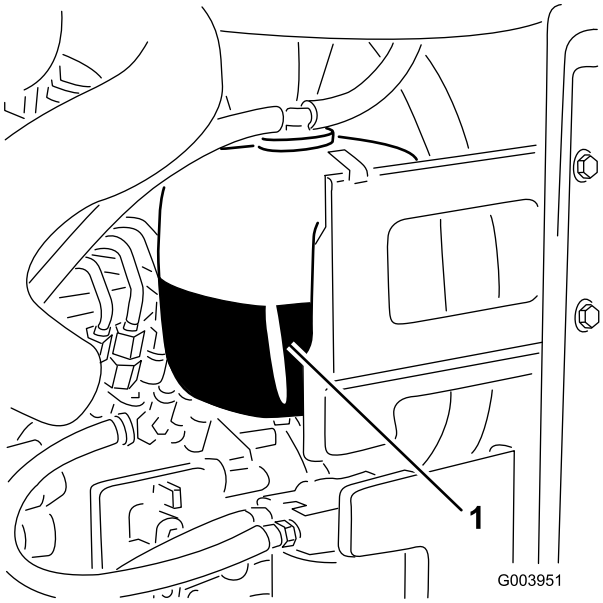

Figur 30
1. Kontroller kølevæskestanden i ekspansionsbeholderen (Figur 30).